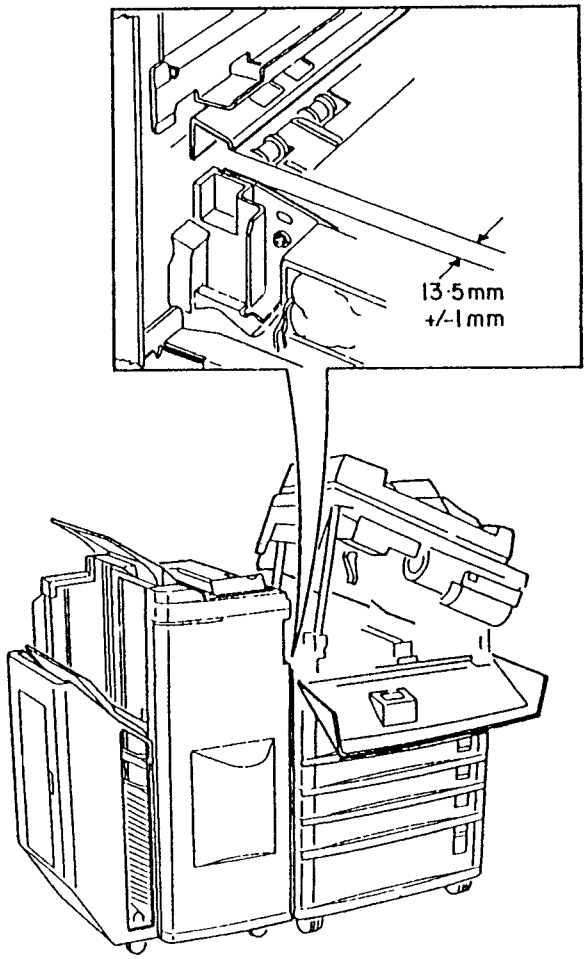

Рис. 5. Проверка входной направляющей.
6. Откройте верх копировальной машины и проверьте положение входной направляющей сортера/автоматического сшивателя (Рис. 5). При правильной настройке фиксирующих зажимов зазор между нижней половиной входного желоба сортера/автоматического сшивателя и внутренней стороной выходной рамы фьюзера должен составлять 13,5 +/- 1 мм.